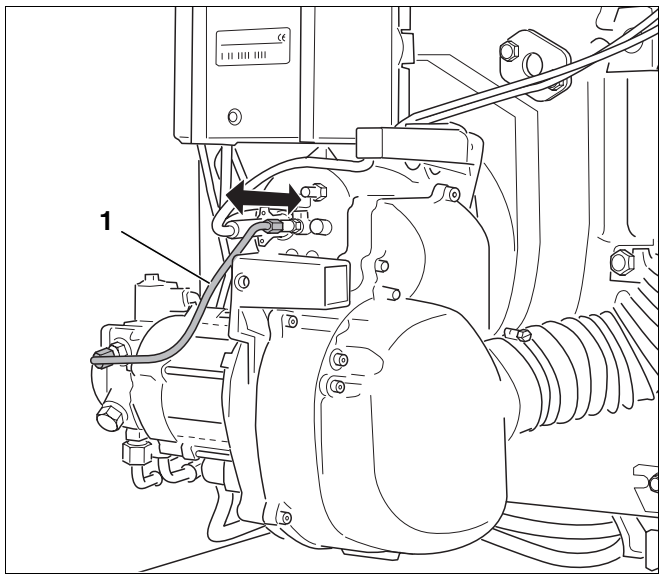

Rys. 41 Kontrola prawidłowego zamontowania systemu mieszającego
- Wysunąć przewód doprowadzający olej (rys. 41, **poz. 1**) ok. 5 mm.